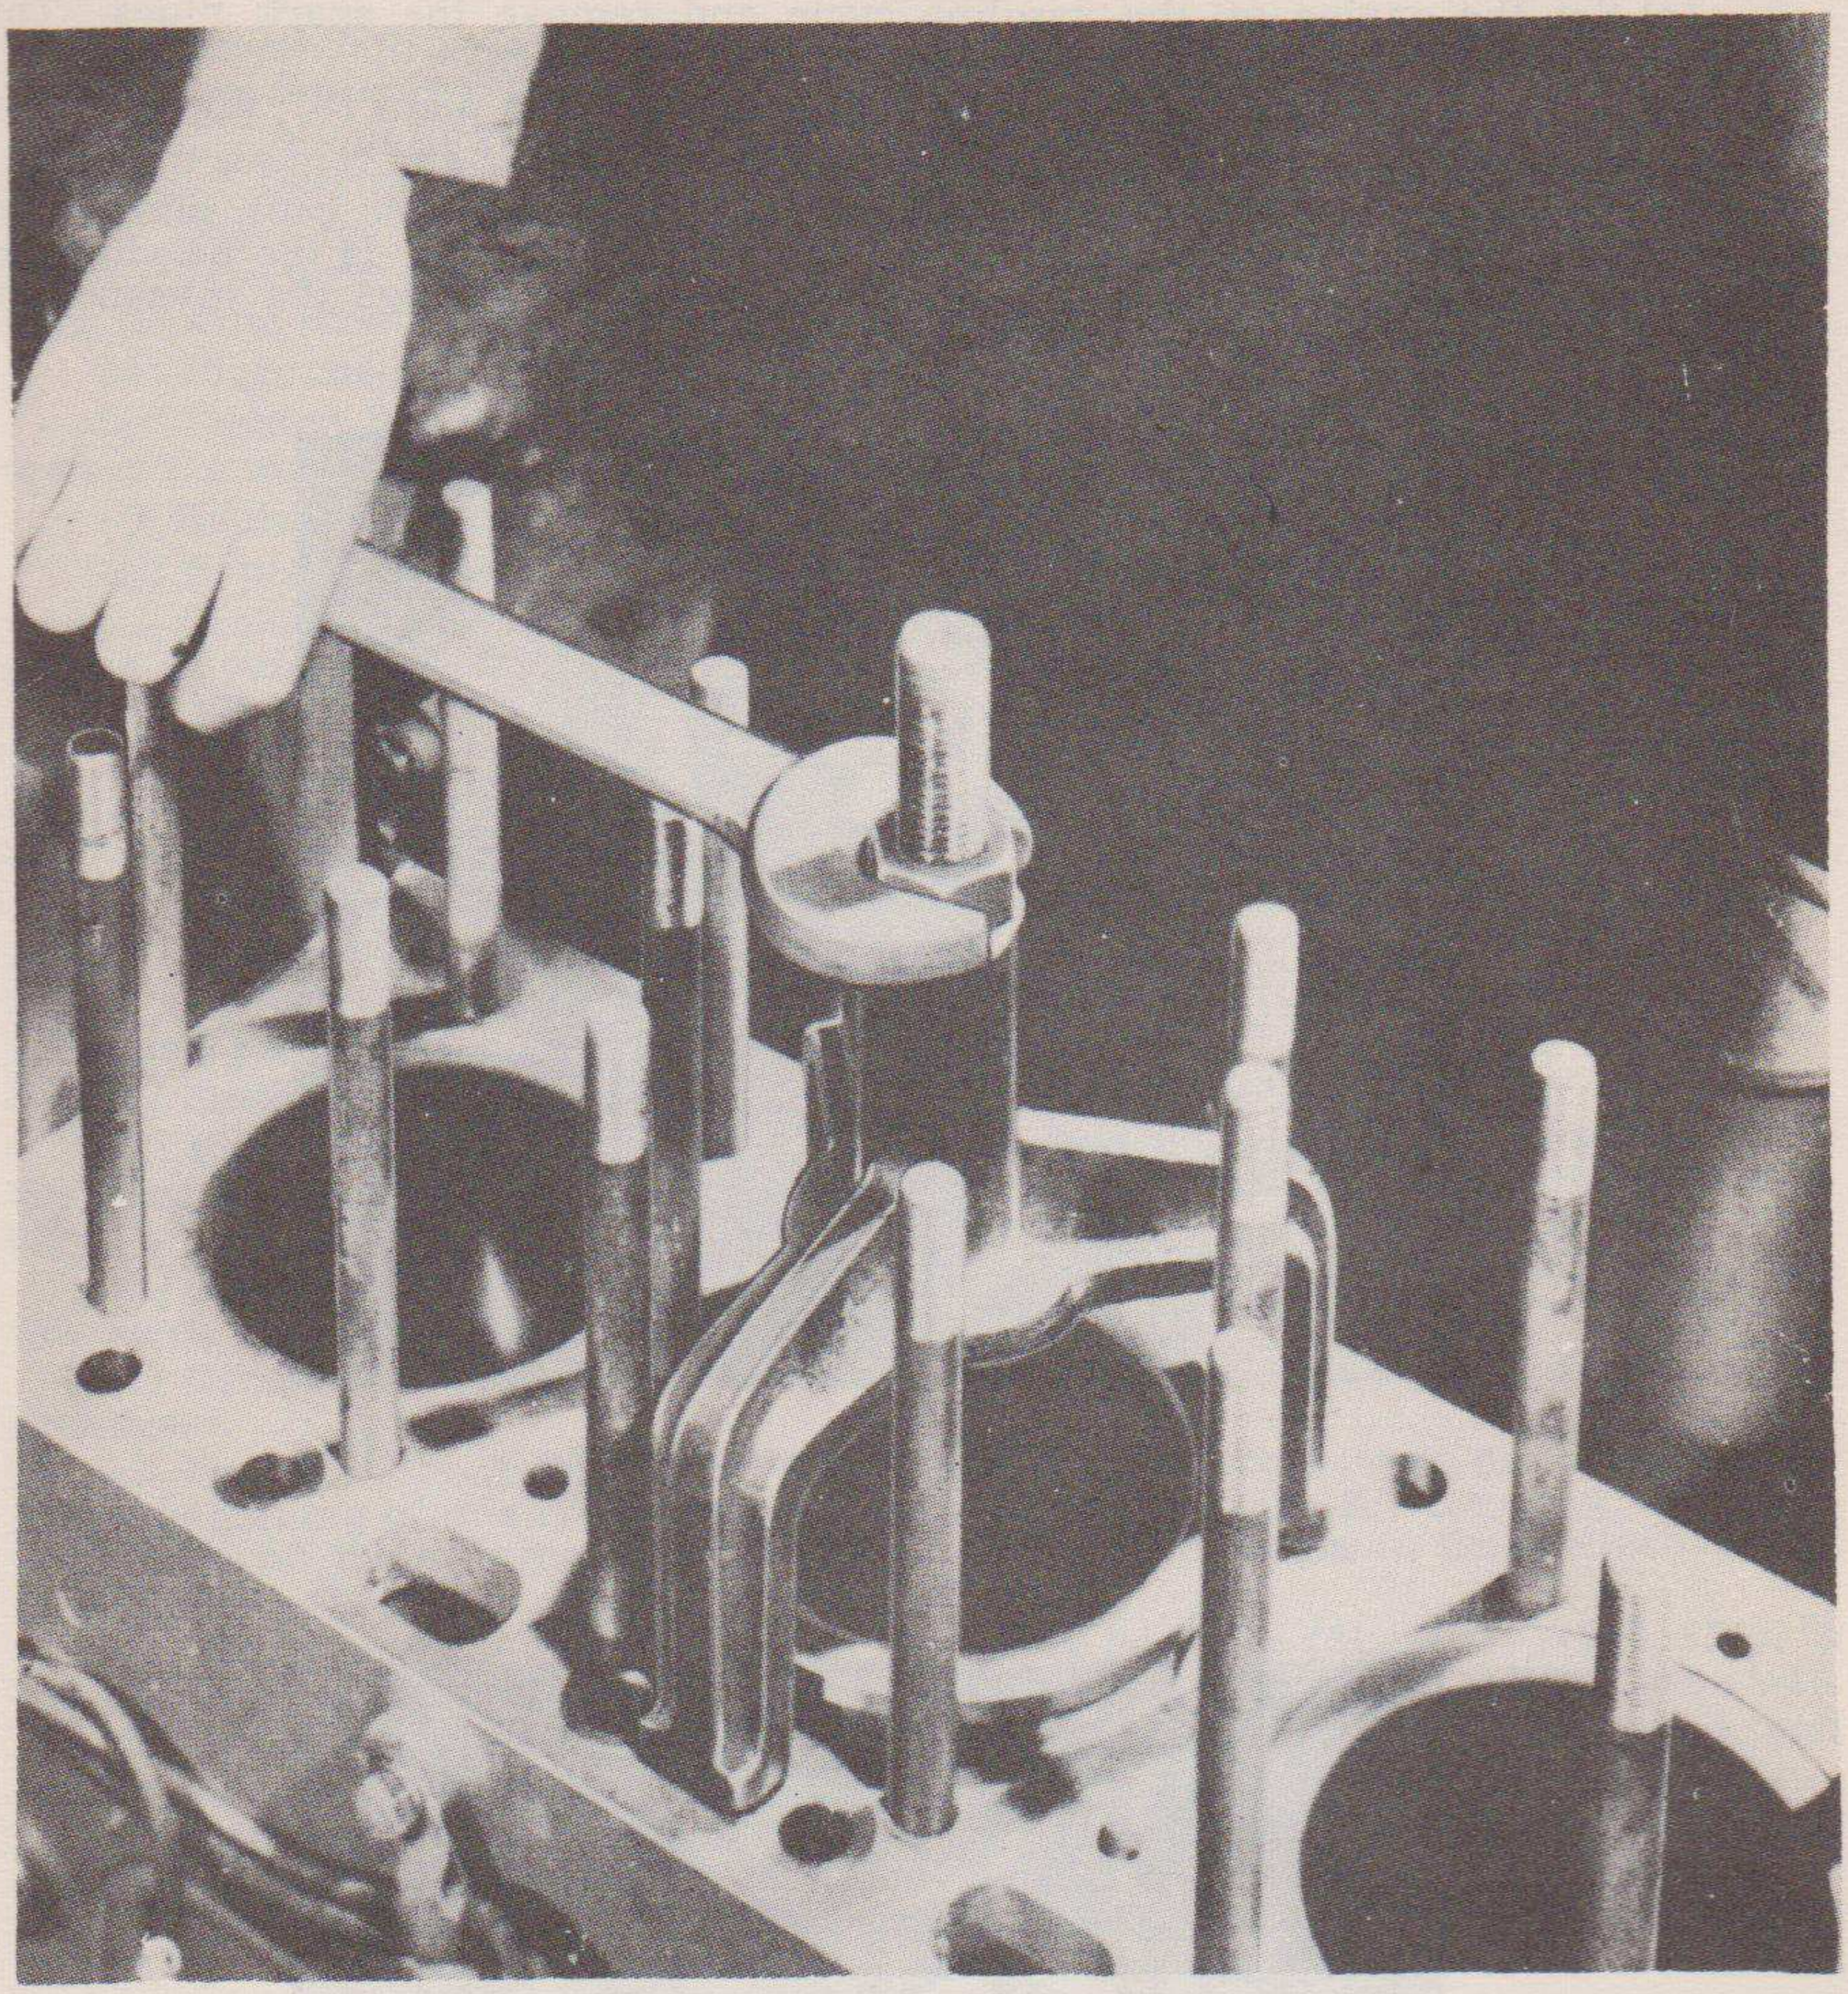

Fig. 40A—Removing Cylinder Sleeve.
d.—Cylinder Sleeves.—(1) Removal.—(a) With the pistons and the head removed, the cylinder sleeves (15) can be removed. See Figure 40A.